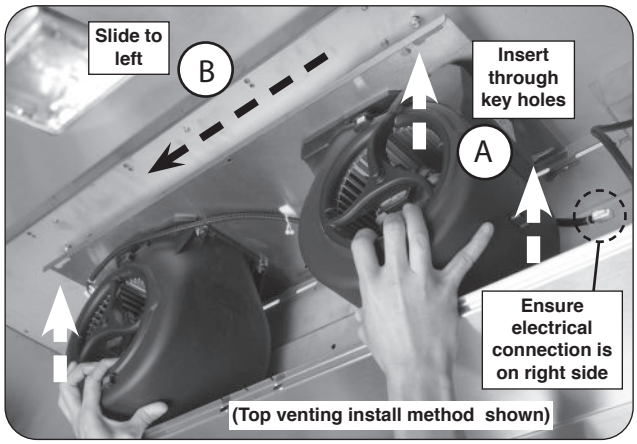

Fig. 17-2 Insert fan assembly
1. Locate the (4) nuts pre-installed to the ceiling or rear wall (as applicable) of the vent hood, and using a 3/8" nut driver, loosen (but do not remove) to allow for the fan assembly to be inserted. See Fig. 17-2.
2. With the electrical connection oriented to the right side of the vent hood, carefully position the fan assembly, aligning the keyholes to the loosened nuts. See Fig. 17-2, A.
3. Mount the fan assembly flush against the vent hood ceiling (or rear wall) ensuring the nuts protrude through the keyholes, then slide the assembly to the left so that it is supported from the nuts. See Fig. 17-2, A and B.